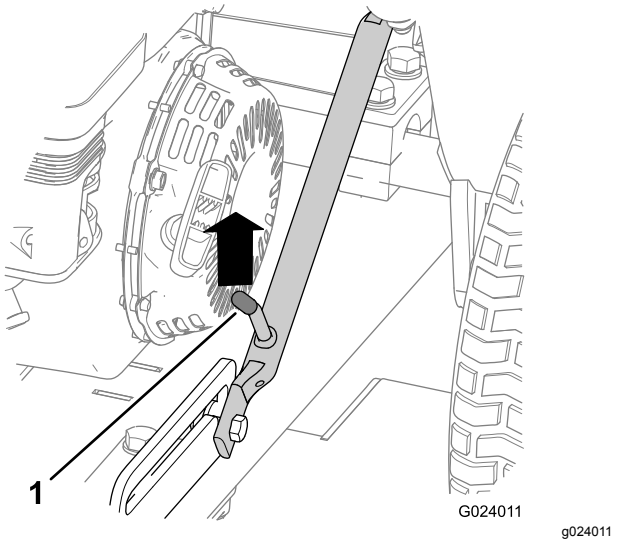

図 7
4. ラッチレバーがスライドディテントから外れるまで、ヒッチアセンブリを押し上げる図 7。